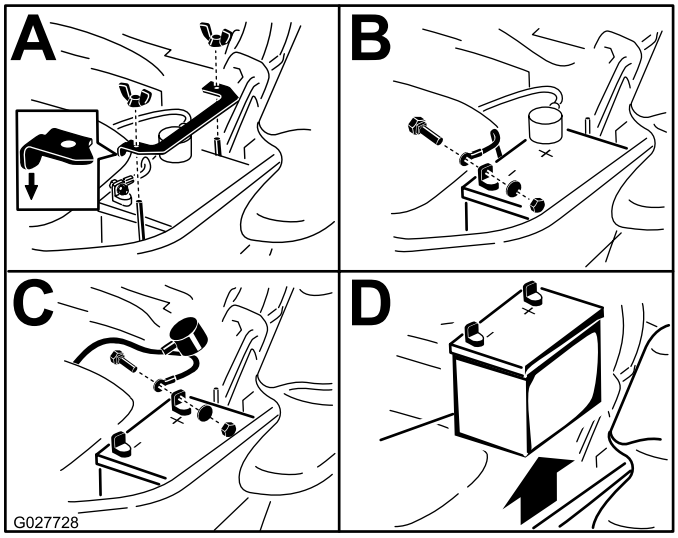

Figur 62
3. Lossa först batteriets minuskabel (svart) från batteriets minuspol (–) (svart) (Figur 62).
4. Skjut av den röda anslutningsskon från batteriets pluspol (röd) och ta bort batteriets pluskabel (+) (röd) (Figur 62).
5. Ta bort vingmuttern som håller fast batteriklämman (Figur 62).
6. Ta bort klämman (Figur 62).
1. Sätt i batteriet i lådan med anslutningspolerna mot hydraultanken (Figur 62).
4. Fäst kablarna med två skruvar, två brickor och två låsmuttrar (Figur 62).
6. Montera klämman och fäst den med vingmuttern (Figur 62).